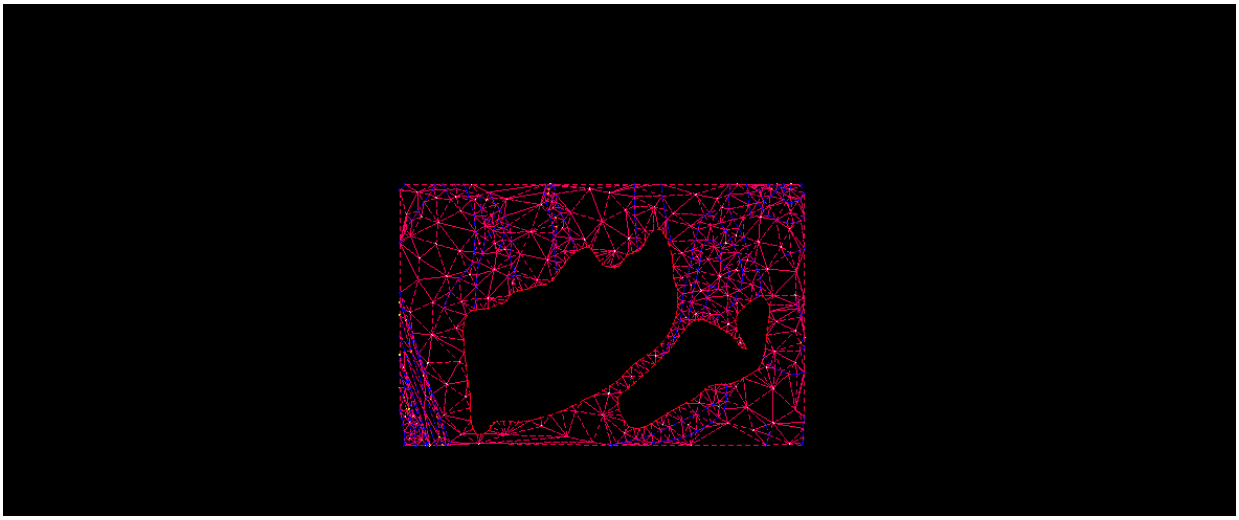
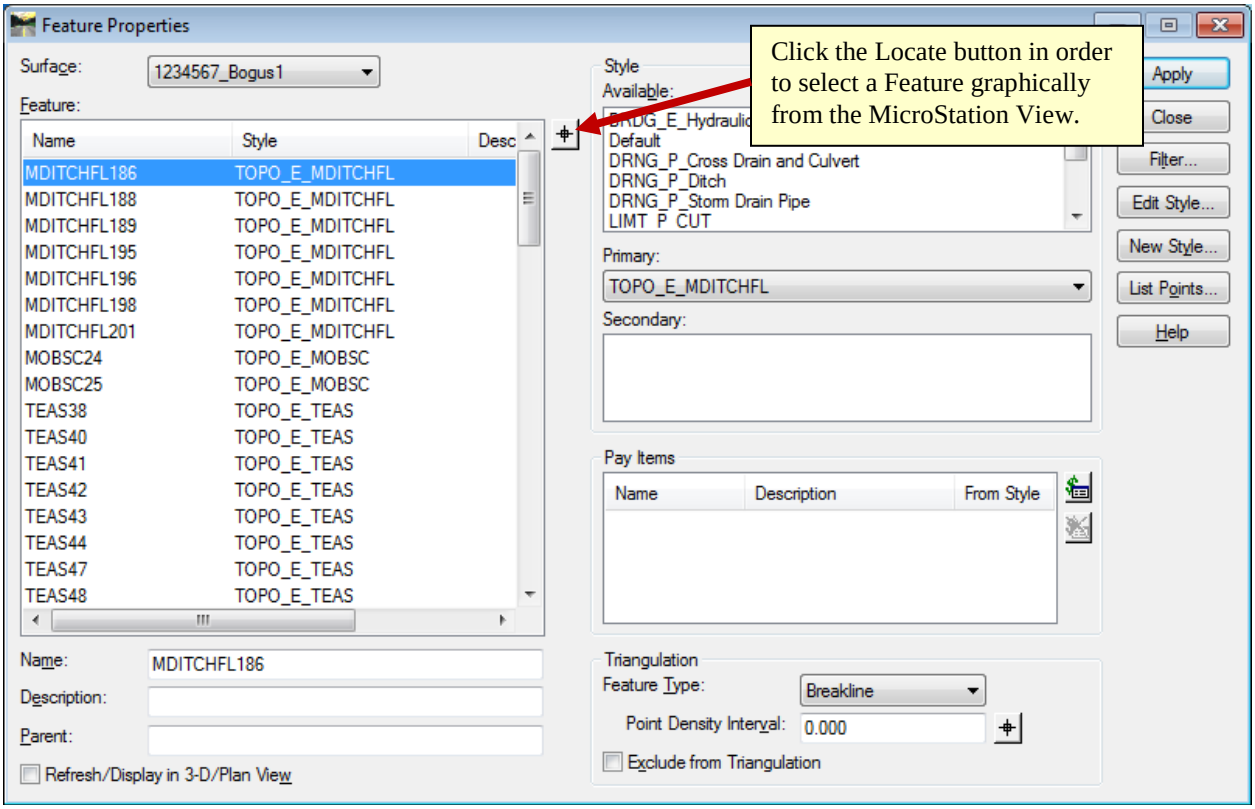

Figure L8-101 MicroStation View
Figure L8-102 Feature Properties
159.	**View the Surface Features for 1234567_Bogus1.** • In InRoads, select **Surface ► View Surface ► Features**. The **View Features** dialog opens. • In the **View Features** dialog, ensure **1234567_Bogus1** is shown in the **Surface:** field. • Ensure All Features are selected and shown highlighted in Blue. • Click **Apply** and **Close**. • Ensure your view in MicroStation matches that shown in *Figure L8-101*.
160.	**In *Figure L8-101* above, which depicts the Surface 1234567_Bogus1, the obscured areas are still shown obscured. In order to triangulate across the obscured areas the Feature Type causing it to be obscured must be changed from 'Interior Boundary' to 'Breakline'. For more information on Feature Types the Designer is referred to the Survey Training Material. Open the Feature Properties Dialog.** • In InRoads, select **Surface ► Feature ► Feature Properties**. The **Feature Properties** dialog opens as shown in *Figure L8-102*. **Please Note:** Some of the Features in your view may not correspond with the screen capture depicted below in *Figure L8-102*. The reason for this is because the location of the Fence (which was selected in **Step 154)** to select the Features may be slightly different from what you selected.
- In the **Feature Properties** dialog, click the **Locate** button ( ) identified in *Figure L8-102*. The **Feature Properties** dialog disappears and makes the MicroStation Window active.
163.	**Select the Feature Type of MOBSC25.** • In the **Feature Properties** dialog, click the **Locate** button ( ) identified in *Figure L8-102*. • Notice in the bottom left corner of the MicroStation Window you are prompted to: **<Select Feature**. Left Click on the border of the larger of the obscured areas as shown in *Figure L8-105*. • Notice in the bottom left corner of the MicroStation Window you are prompted to**: <Accept/Reject MOBSC25** indicating **MOBSC25** is the selected Feature. • Left Click anywhere in a blank part of the MicroStation Window to accept. The **Feature Properties** dialog reappears with **MOBSC25** selected as shown here.